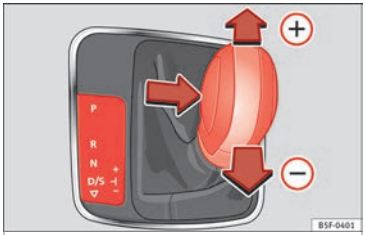

Fig. 188 Consola central: cambiar con tiptronic.
– Tire de la palanca selectora hacia adelante ⊕ para insertar una marcha superior ››› fig. 188.